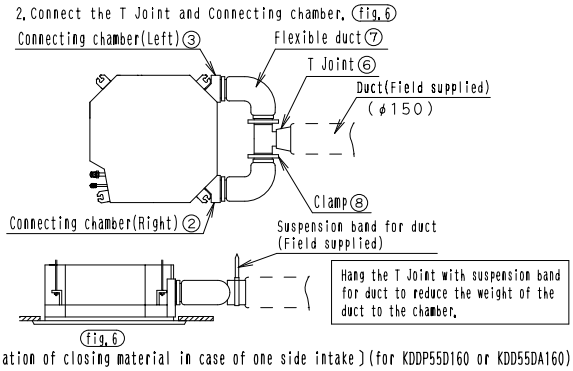

fig.6
2. Connect the T Joint and Connecting chamber. fig.6